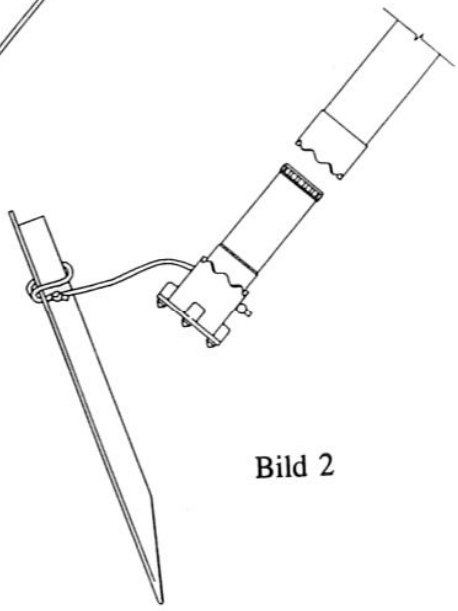

Bild 2
3. Sätt mastfoten in i nedre sektionen. Slå ned en stagpinne vid sidan av mastfoten. Fäst mastfoten till stagpinnen med hjälp av snöret, bild 2.